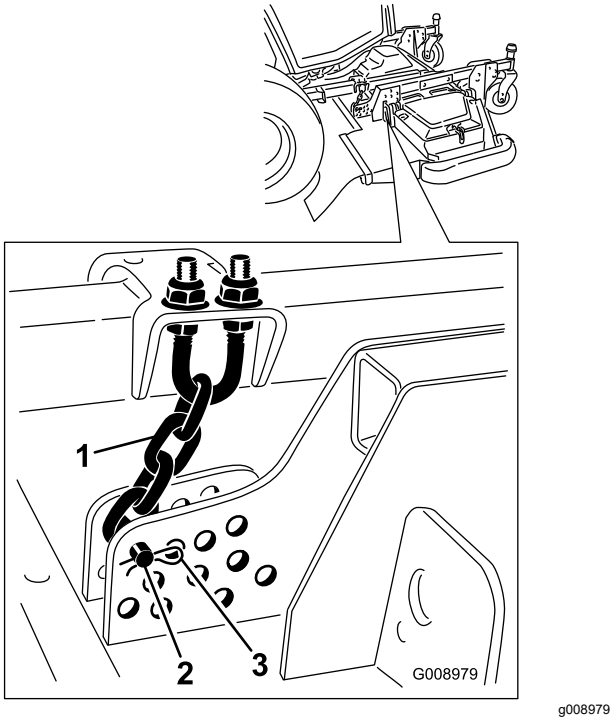

Figuur 134
4. Verwijder de R-pen en de gaffelpen waarmee de maaihoogtekettingen zijn bevestigd aan de achterkant van de maai-eenheid (Figuur 134).